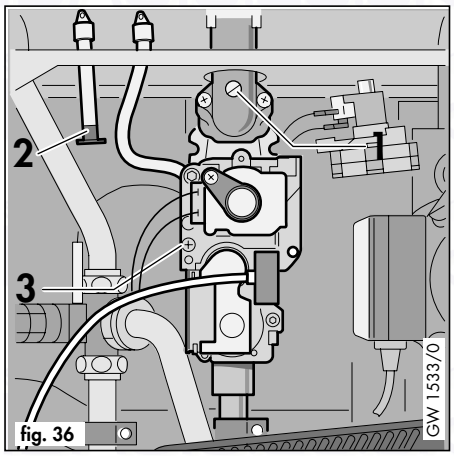
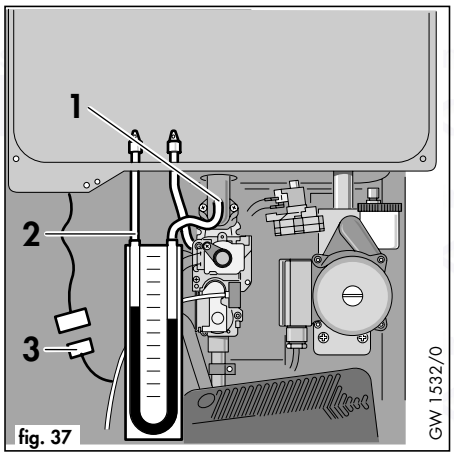

fig. 36
fig. 37
Check the gas inlet working pressure by slackening the sealing screw and attaching a U gauge to the test point (3, fig. 36) on the inlet to the gas valve. Fire the boiler at full rate by opening a hot water tap. Check that the U gauge is reading 20 mbar.
- Slacken the sealing screws and attach one arm of a U gauge to the burner test point (1, fig. 37). Remove plastic sealing plug and connect the other arm to the combustion chamber sensing tube (2, fig. 36).
- Fully open a hot water tap to fire the boiler at full rate. Break the in line connector to the NTC temperature sensor (3, fig. 37).
- Remove U gauge. Tighten the sealing screw (1, fig. 36)and test for soundness. Reconnect NTC sensor (3, fig. 37). Refit plastic plug in chamber sensing tube.
- Slacken the sealing screw and attach one arm of a U gauge to the burner pressure test point (1, fig. 36). Remove plastic sealing plug and connect the other arm to the combustion chamber sensing tube (2, fig. 36).
- Remove U gauge. Tighten the sealing screw, (1, fig. 36) and test for soundness.